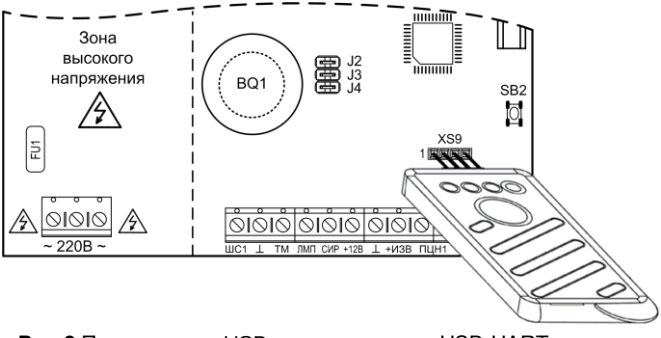

Рис.2 Подключение USB-программатора, USB-UART адаптера
3. Вставьте вилку USB-UART адаптера в разъем XS9 платы прибора, соблюдая полярность (светодиодом вверх, см. рис.2) и подключите адаптер к компьютеру USB-кабелем (кабель USB-A–mini USB-B 5P).
3. Вставьте вилку программатора в разъем XS9 платы прибора, соблюдая полярность (светодиодами и кнопкой вверх, см. рис.2).